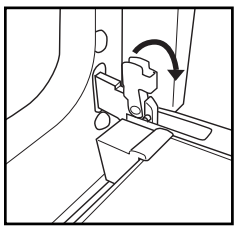

Afb.1
2. Til de twee vergrendelingen van de scharnieren omhoog en naar voren tot ze niet verder kunnen (fig. 1).